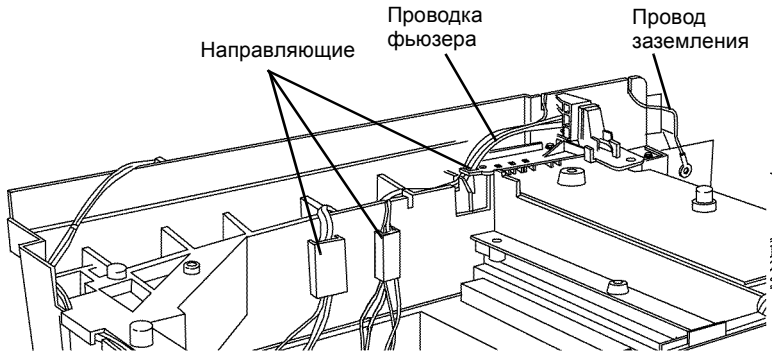

Рисунок 1 Проводка фьюзера, провод заземления и направляющие
10. Выньте проводку фьюзера и провод заземления из направляющих (Рисунок 1).